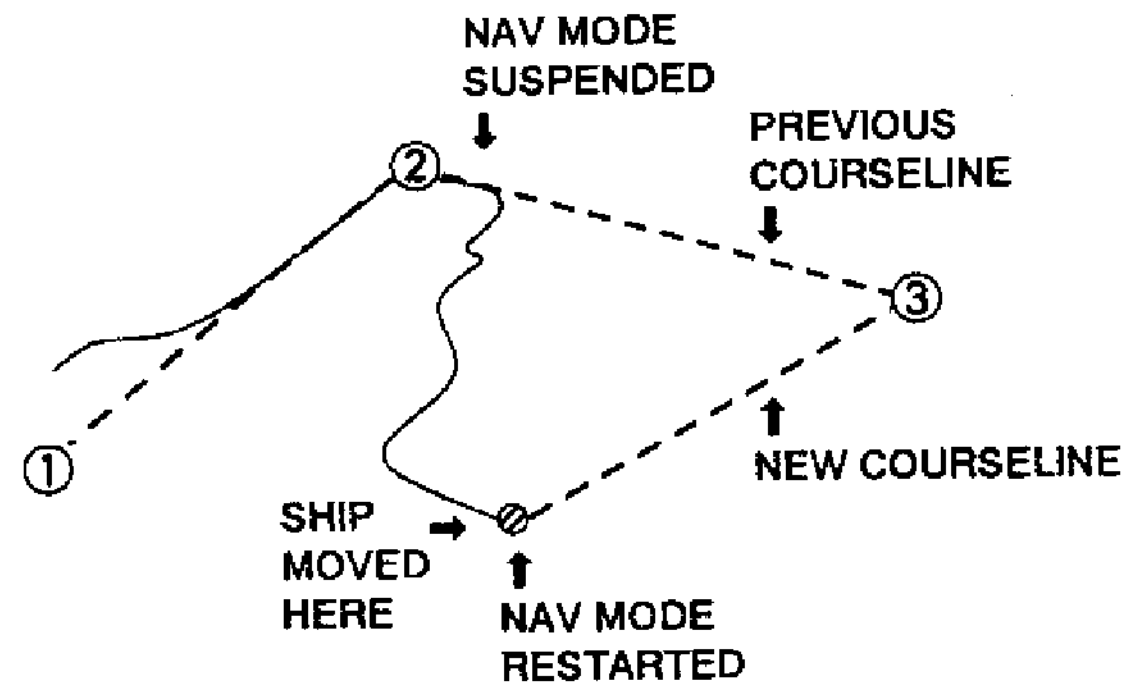

Figure 5-1 Courseline to next intermediate point drawn when NAV mode is restarted while navigating a route
- When you restart the NAV mode when navigating a route, a line is drawn between restart point and next intermediate route waypoint. See Figure 5-1.